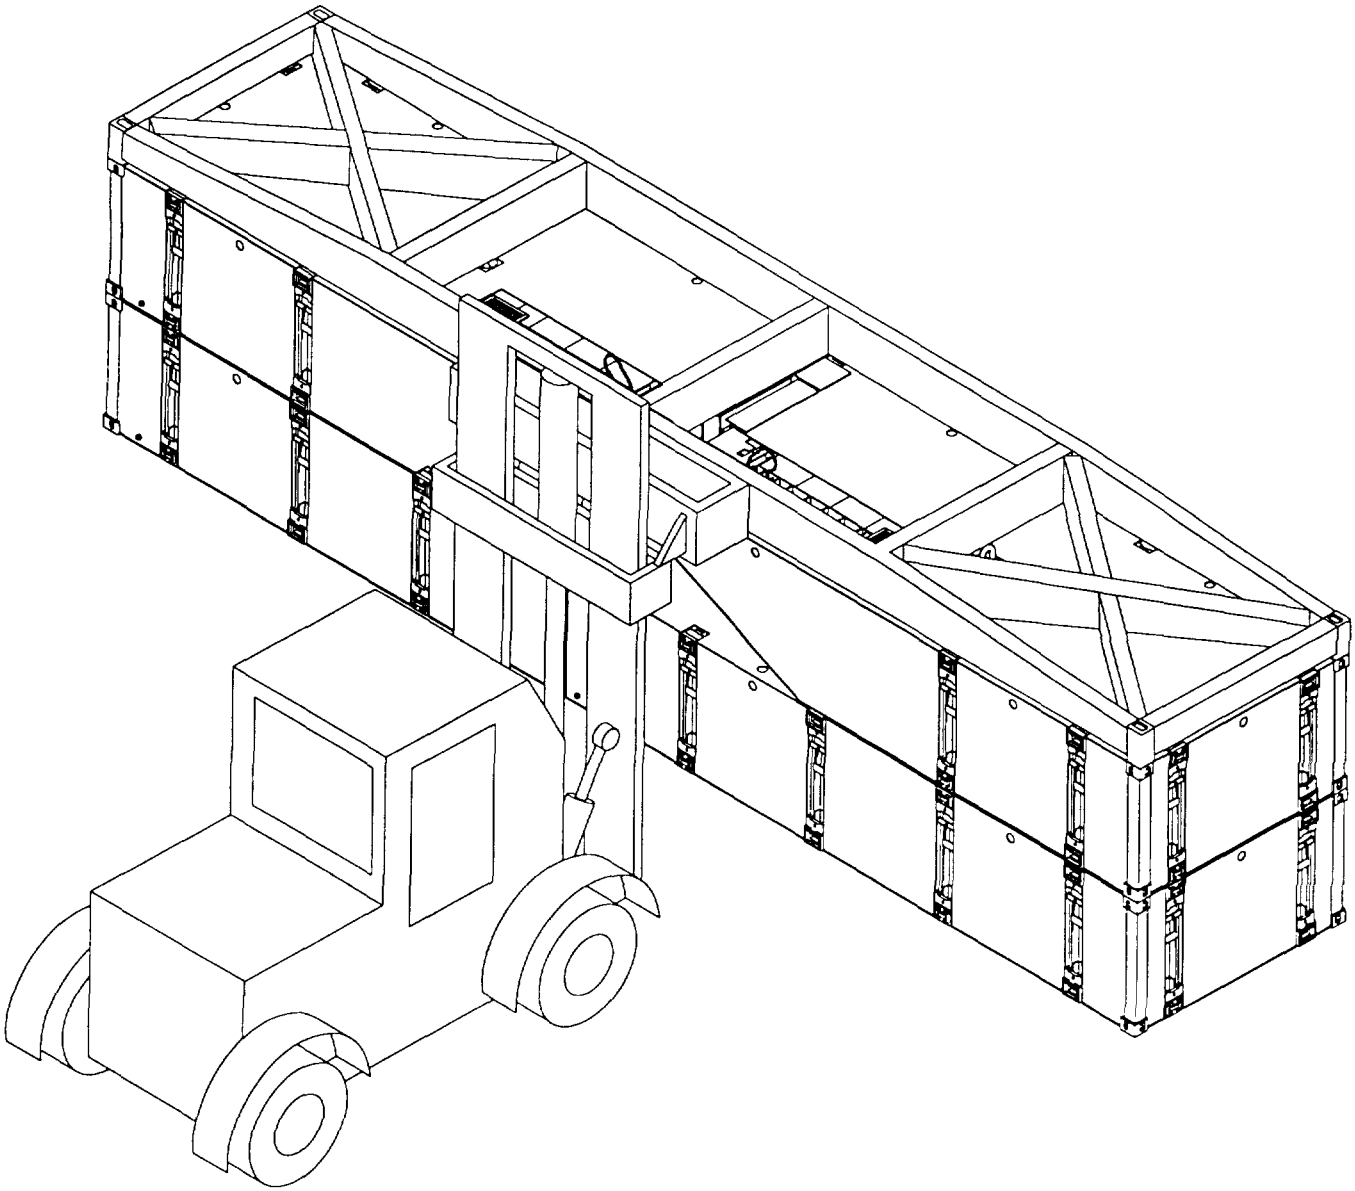

Figure 3-10. RTCH Lifting an ISOPAK.
b. After building the ISOPAK and locking its four corners using ISO Twistlocks, the ISOPAK can be lifted and transported using the U.S. Army Rough Terrain Container Handler (RTCH) as shown in Figure 3-10. Ensure a ground guide is utilized when using the RTCH.